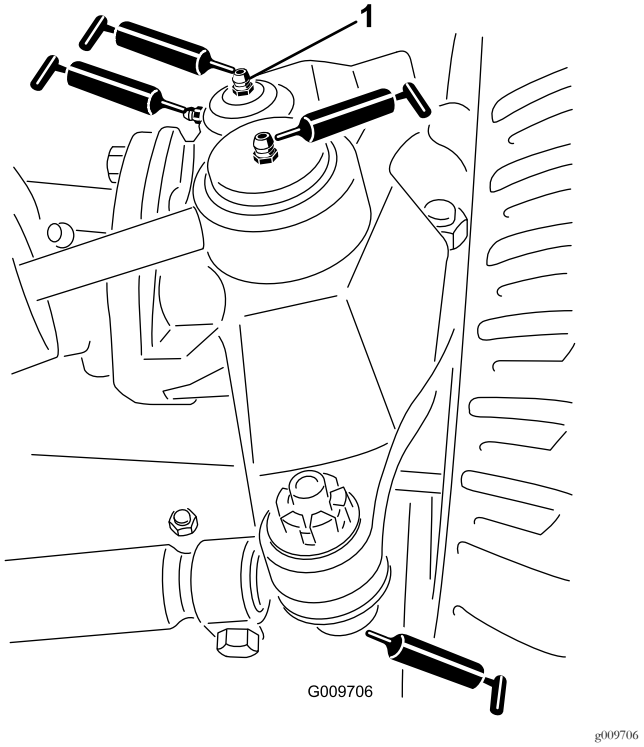

Figur 34
- Styrcylinderns kulleder (2) enligt Figur 34
- Dragstångskulleder (2) enligt Figur 34
- Axeltappsbussningar (2) enligt Figur 34